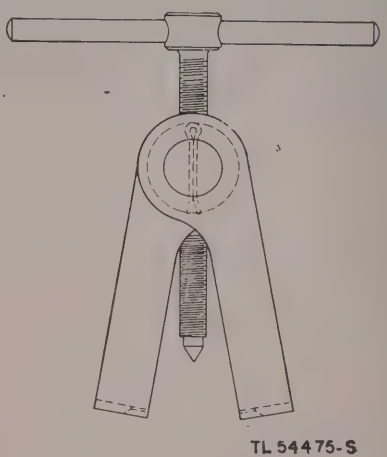

Figure 72. Bearing puller.
b. List of Additional Tools. Figure 72 illustrates the bearing puller which is included among the additional tools referred to in the table below.